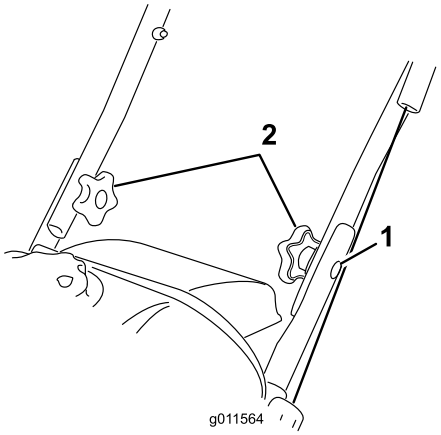

Rysunek 3
2. Włóż śruby z łbem grzybkowym w wyrównane otwory, łbami po zewnętrznej stronie uchwytu (Rysunek 3).
1. Śruba z łbem grzybkowym (2)
3. Załóż podkładki wygięte i pokrętła na śruby z łbem grzybkowym po wewnętrznej stronie uchwytu (Rysunek 3) i **mocno je dokręć**.